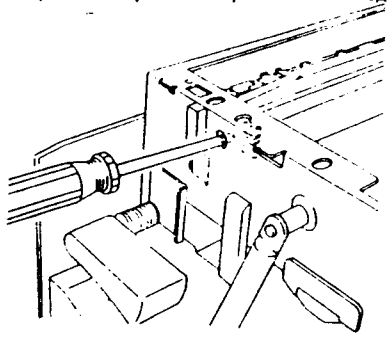

Рис. 9 NZM-0056
4. (Рис. 9): Заверните, но не затягивайте, винт крепления тросика к каретке полного хода.